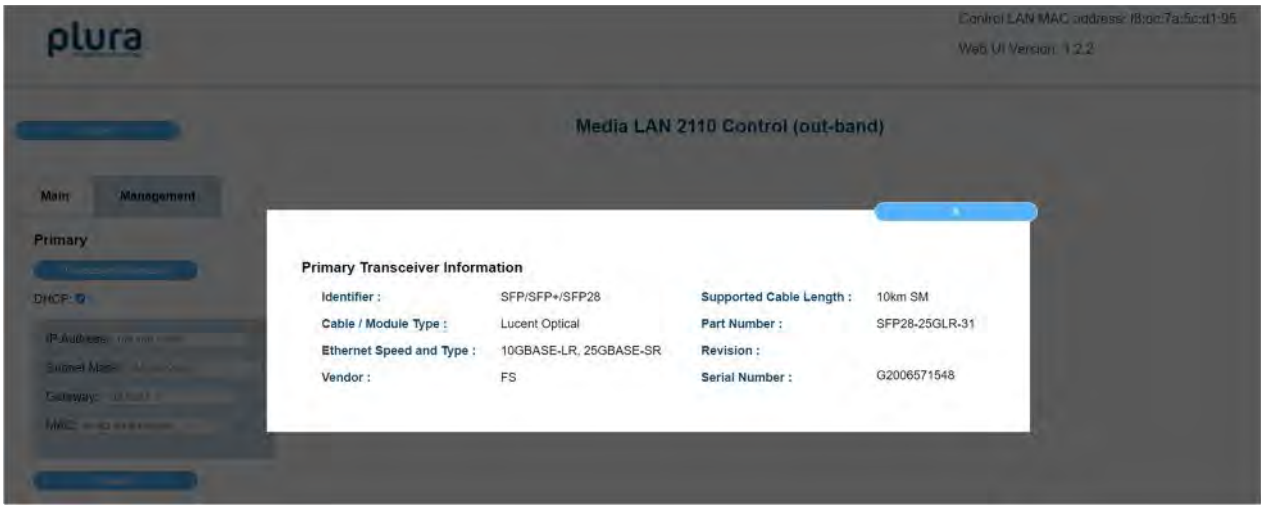

Figure 23. Primary Transceiver Information
- The management tab also provides the primary and secondary transceiver information (Figures 23 & 24 below)